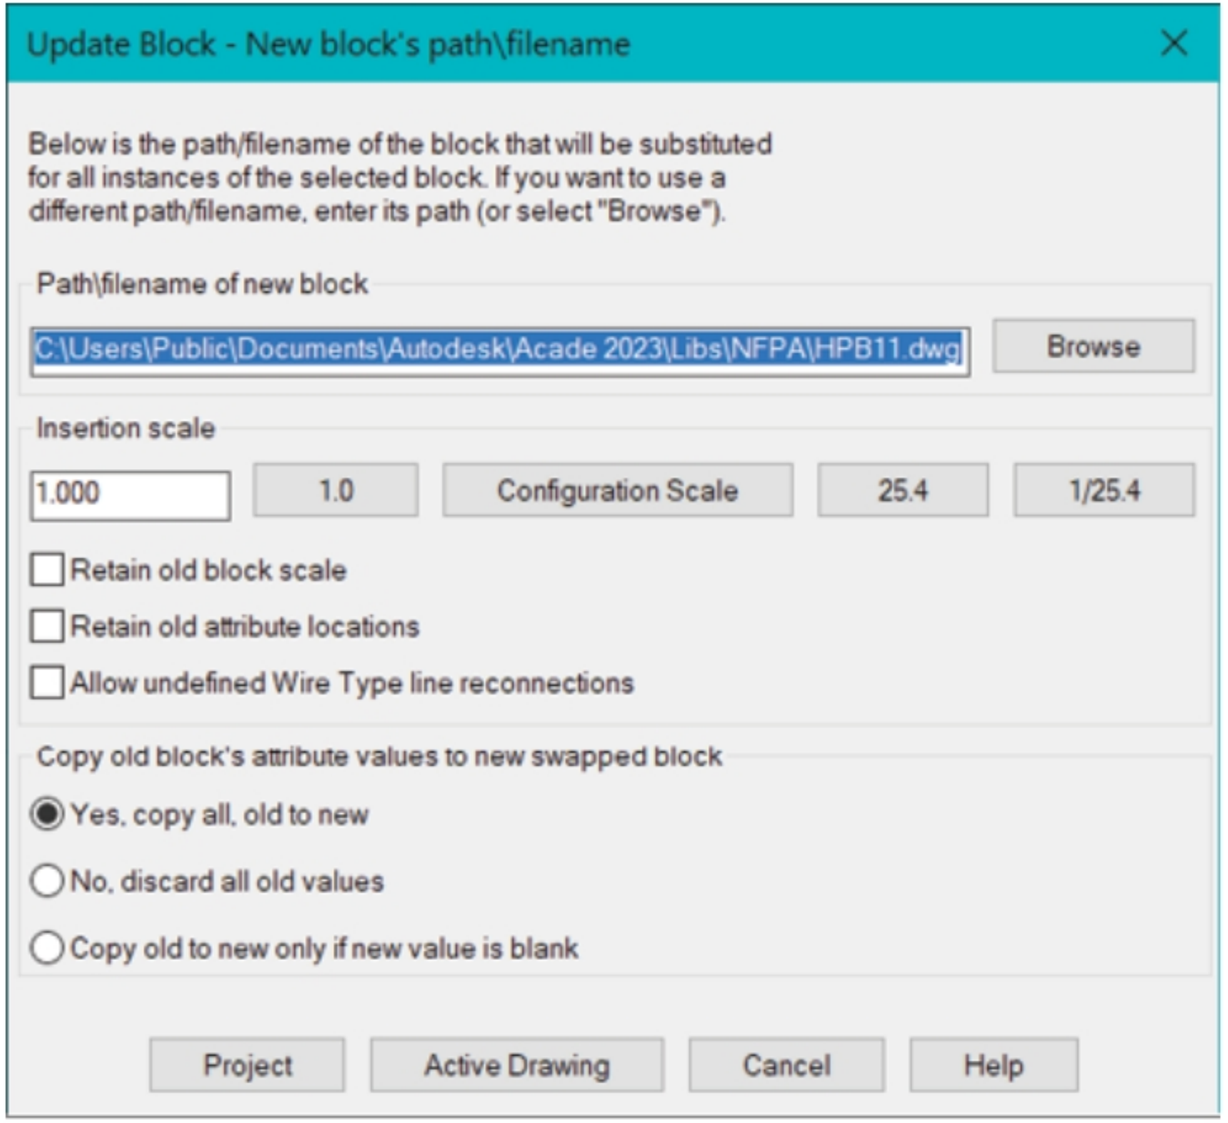

Figure-39. Update Block dialog box
- If you selected the **Update a Block** radio button then you will be prompted to select an example of block. Select the block of component (or components) from the drawing area and press **ENTER**. The **Update Block** dialog box will be displayed; refer to Figure-39. Click on the **Browse** button and select desired component block. Click on the **Project** button if you want to update the block for all project drawings or click on the **Active Drawing** button to update the block in current drawing only.